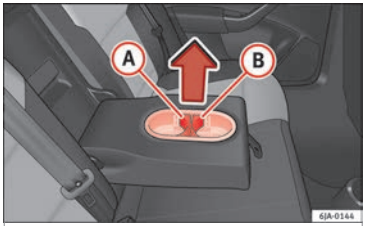

Fig. 153 Rear seats armrest: drink holder
Use the detachable parts (A) and (B) ››› **Fig. 153** to change the size of the holes.
– Remove part (A) or (B) in the direction indicated by the arrow and replace in the required position in the drink holder.